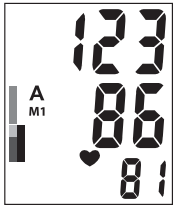
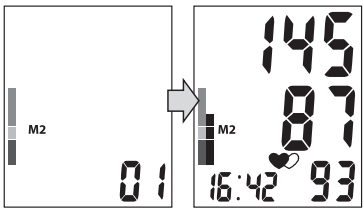

Рис.6
Рис.7
3. Просмотреть содержимое памяти прибора Вы можете, нажав кнопку M1 или M2. При первом нажатии кнопки M1 (или M2) на экране появится среднее значение 3-х последних измерений, сохраненных в память M1 (или M2), обозначенное индексом «A» (рис.6). При повторном нажатии кнопки M1 (или M2) на экране появится индикатор выбранной памяти M1 (или M2) и номер ячейки памяти, а через 1 секунду отображается ее содержимое (рис. 7). При отображении содержимого ячейки памяти, дата и время измерения индицируется попеременно в нижней строке дисплея. Каждое нажатие кнопки M1 (или M2) вызывает переход к следующей ячейке памяти. Если в памяти нет сохраненных результатов измерений, при первом нажатии M1 (или M2) на дисплее отображаются текущие дата и время.